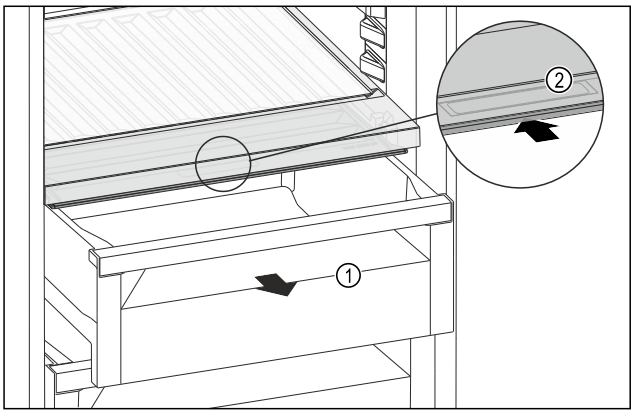

Fig. 149
▶ Pull out the drawer *Fig. 149 (1)*.
▶ Grasp the recessed grip *Fig. 149 (2)* on the compartment lid and push the compartment lid backwards at the same time.